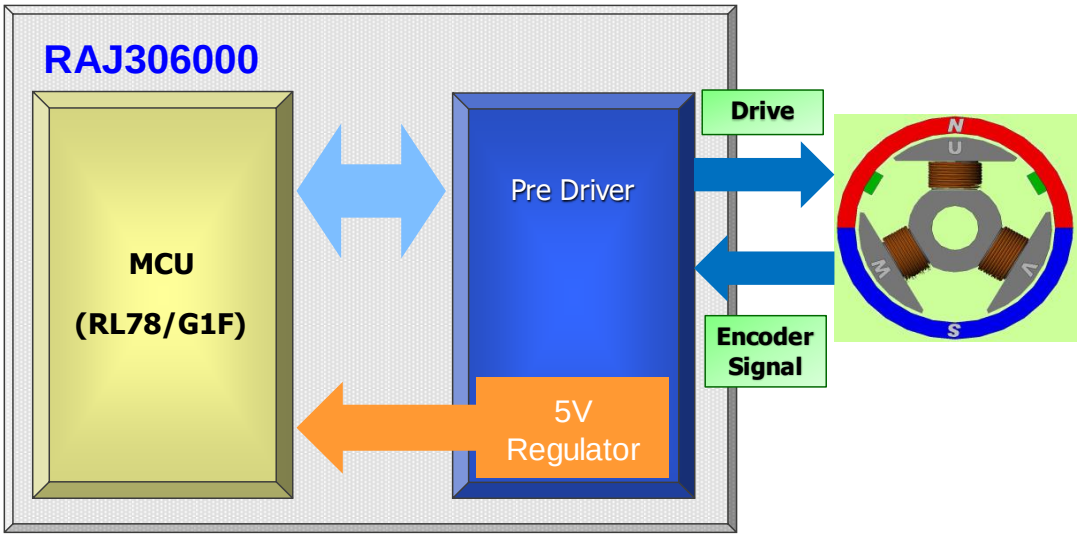

Figure 1-1 RAJ306000
2. MCU(RL78/G1F)とプリドライバを内蔵した SIP 製品である RAJ306000 の構成を Figure 1-1 に示す。